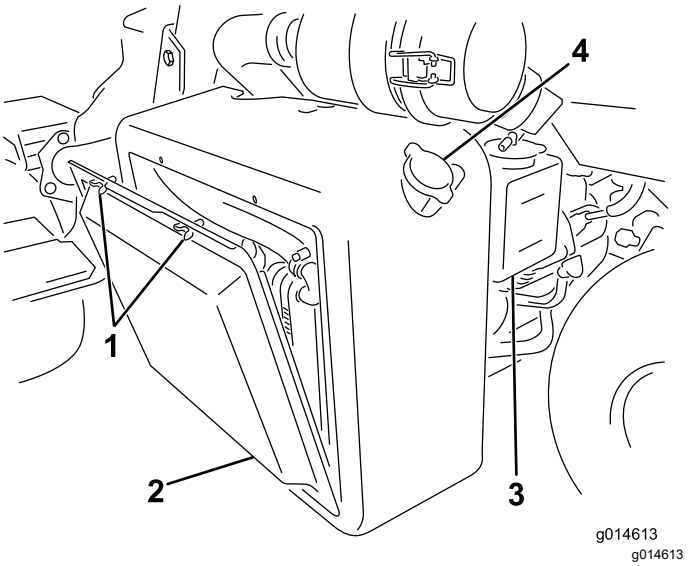

Figur 41
1. Ta bort kylargallret (Figur 41).
2. Kontrollera kylvätskenivån (Figur 41 och Figur 42).